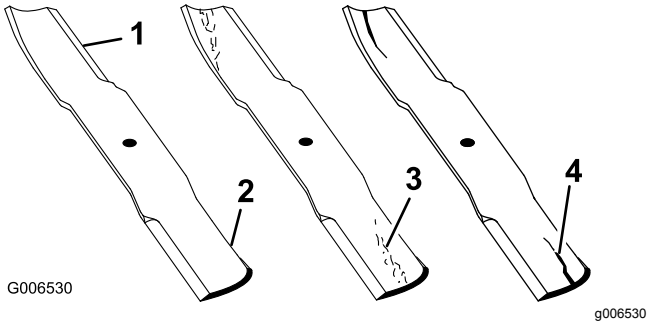

Figura 70
2. Inspecione as extremidades de corte (Figura 70).
4. Inspecione as lâminas, especialmente a área curva (Figura 70).
5. Se verificar quaisquer danos, desgaste, ou a formação de ranhuras nesta área (Figura 70), instale imediatamente uma lâmina nova.